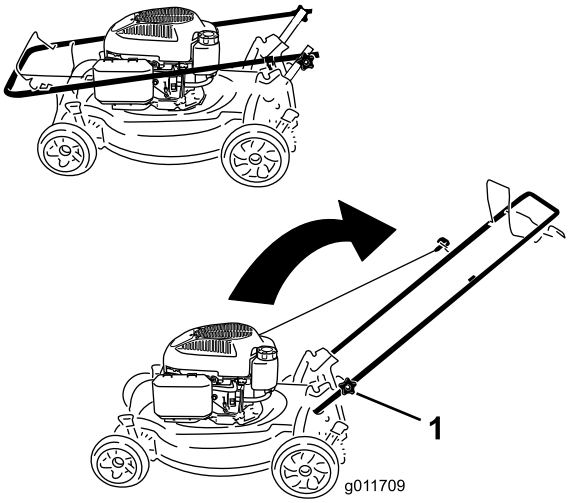

Figure 3
1. Desserrez les boutons du guidon (Figure 3).
1. Bouton du guidon (2)
3. Serrez solidement les boutons du guidon (Figure 3) à la main.